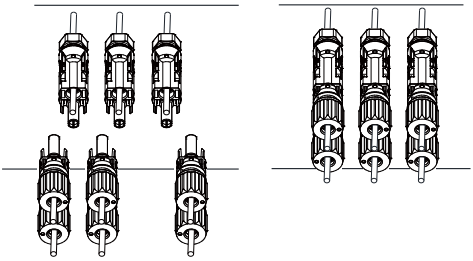

Рис. 5.6. Подключение входа DC
d) Вставьте разъёмы ФЭ в плюсовой и минусовой входы инвертора (рис. 5.6).